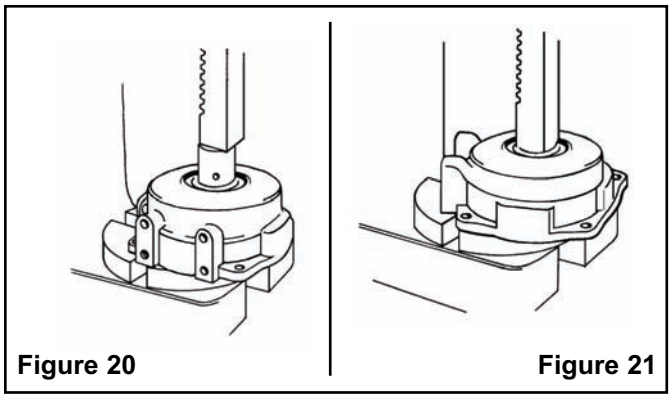

Figure 20 Figure 21
10. Place the remainder of the gear case assembly in the press, face down (See Figure 20). Press out the driver hub.